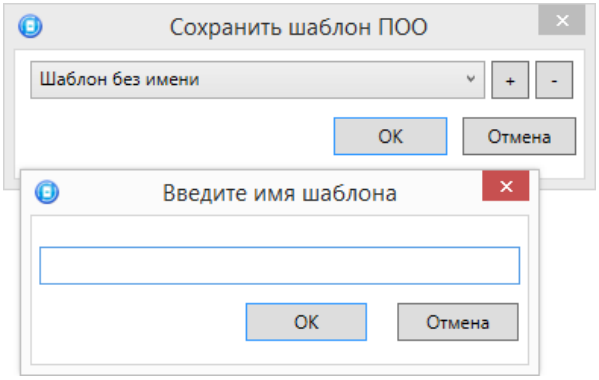

Рисунок 4.45 — Сохранение шаблона
- *Сохранить шаблон настроек:* открытие окна *Сохранить шаблон ПОО* (см. рисунок 4.45), с помощью которого может быть сохранена конфигурация ПОО контроллера в качестве шаблона.